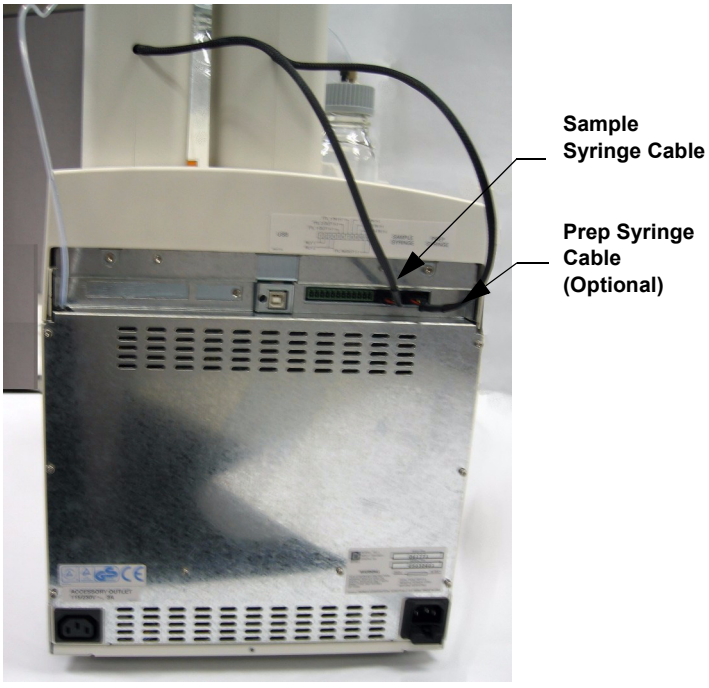

Figure B-21. Rear Panel Connections
8. Connect the cable from the sample syringe to the **SAMPLE SYRINGE** connector on the rear panel (see Figure B-21).